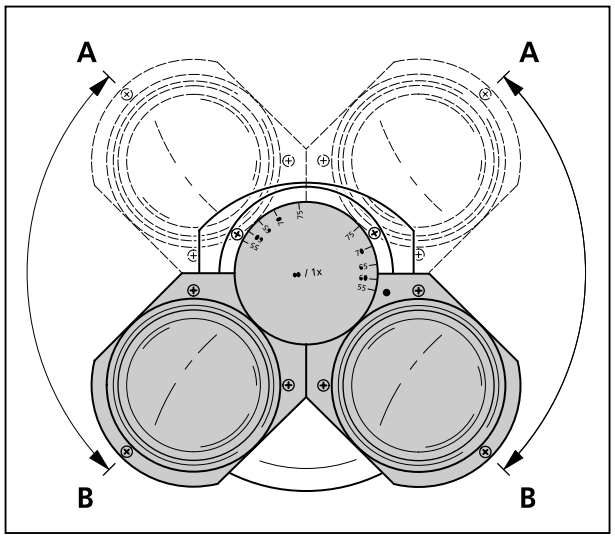

Bild 4-35 Einblickhöhe am binokularen Tubus einstellen
- Einblickhöhe variierbar durch Schwenken der Okularstutzen nach oben (Bild 4-35/**A**) oder nach unten (Bild 4-35/**B**).